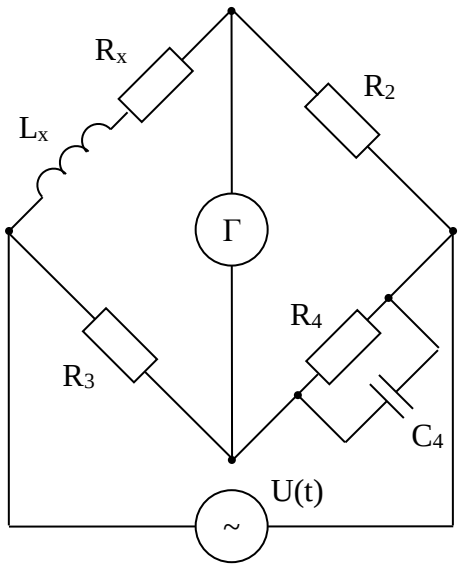

Рис. 7.
21. Мостовая цепь, изображенная на рис. 7, уравнове-